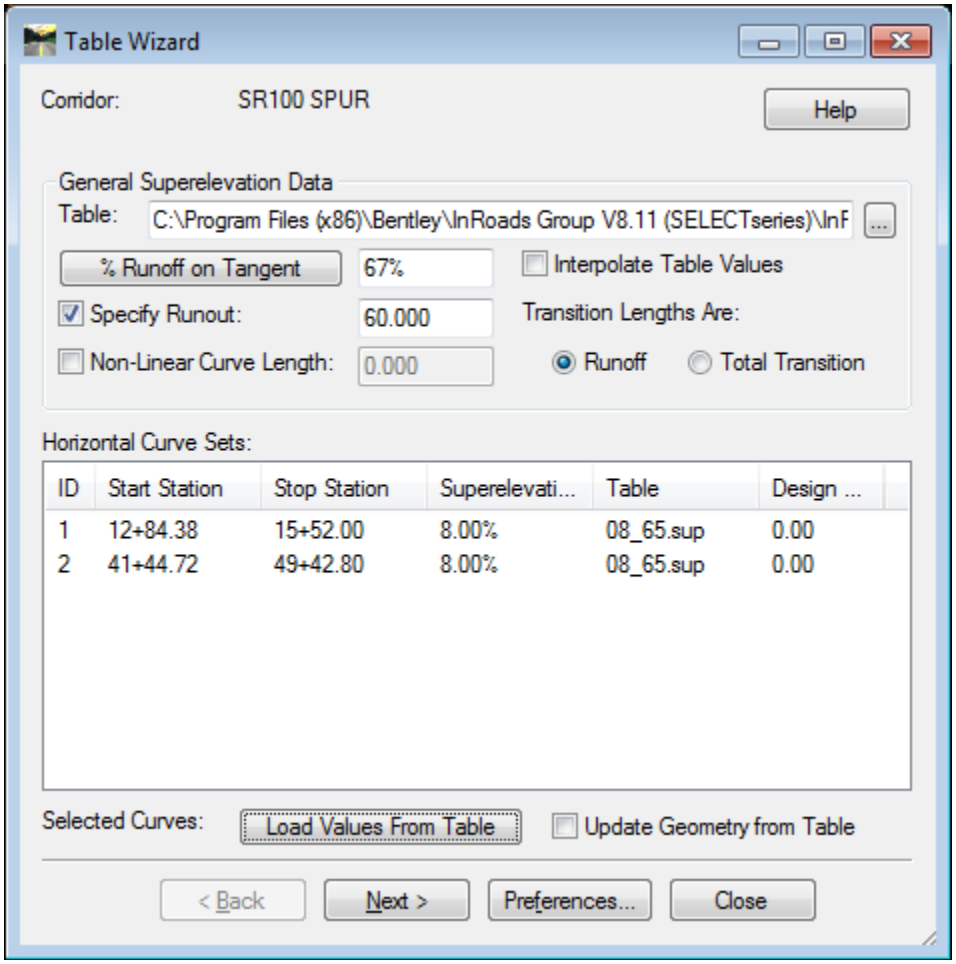
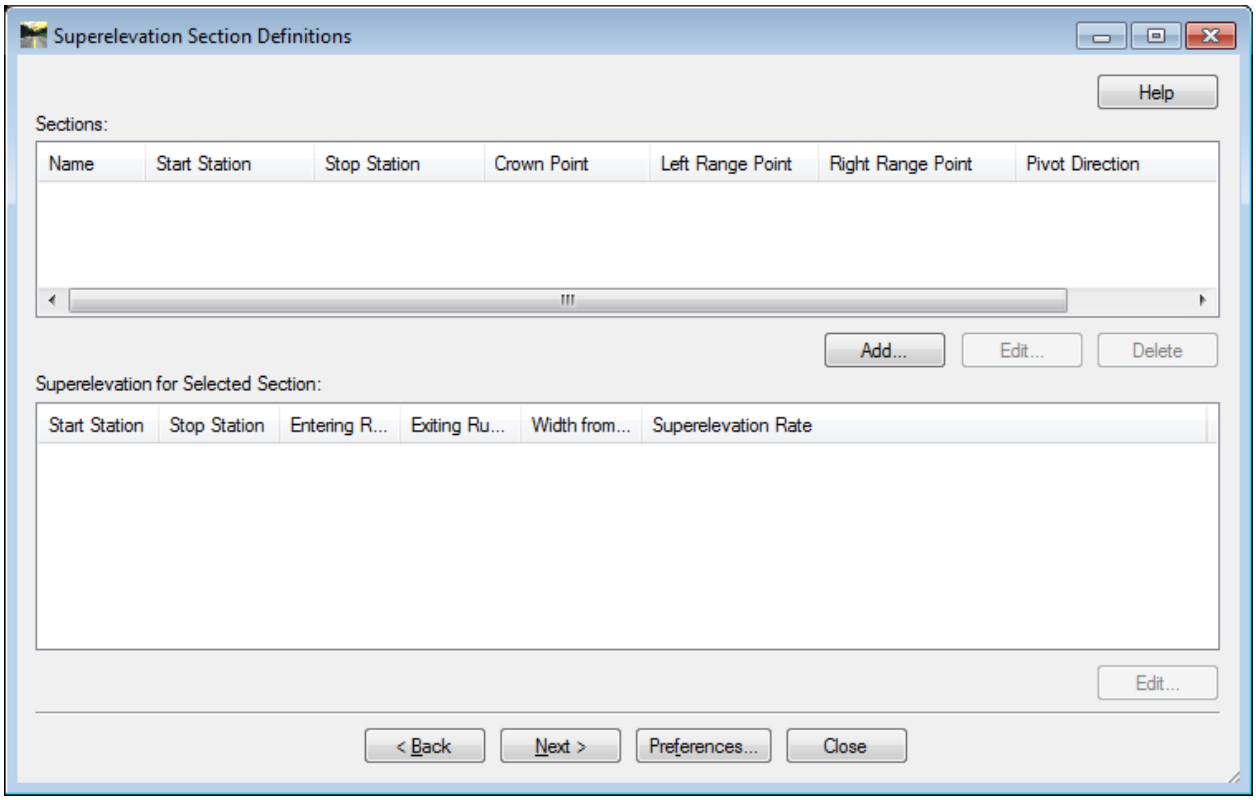

Figure L8-42 Table Wizard
Figure L8-43 Superelevation Section Definitions
81.	**Load the Superelevation Values from the 08_65.sup table.** • In the **Table Wizard**, ensure a check mark **does not** exist next to the **Update Geometry from Table** check box as shown here. ☐ Update Geometry from Table • Click the **Load Values From Table** button. The Superelevation Values are entered from the **08_65.sup** table as shown in *Figure L8-42*.
82.	**Open the Superelevation Sections Definition Window.** • Ensure your values match those shown in *Figure L8-42*. • Click **Next >**. The **Superelevation Section Definitions** Window opens as shown in *Figure L8-43*.